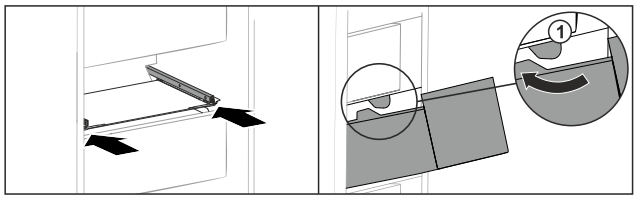

Fig. 140
▶ Guide drawer around the stoppers *Fig. 140 (1)*.